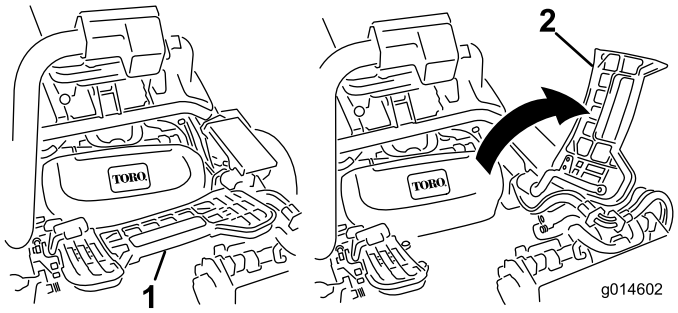

**Figure 32**
2. Relevez le repose-pieds pour accéder à la position du plateau de coupe central (Figure 32).